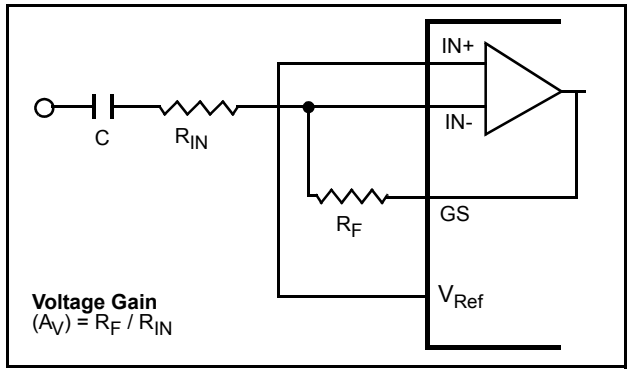
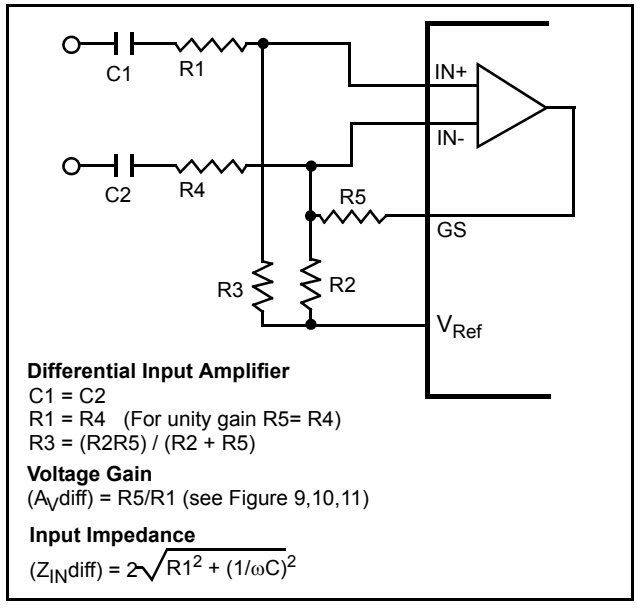

Figure 6 - Single-Ended Input Configuration
Figure 7 - Differential Input Configuration
The MT88E43 provides an input arrangement comprised of an operational amplifier and a bias source (V_{Ref}); which is used to bias the opamp inputs at V_{DD}/2. The feedback resistor at the opamp output (GS) can be used to adjust the gain. In a single-ended configuration, the opamp is connected as shown in Figure 6. For a differential input configuration, Figure 7 shows the necessary connections.